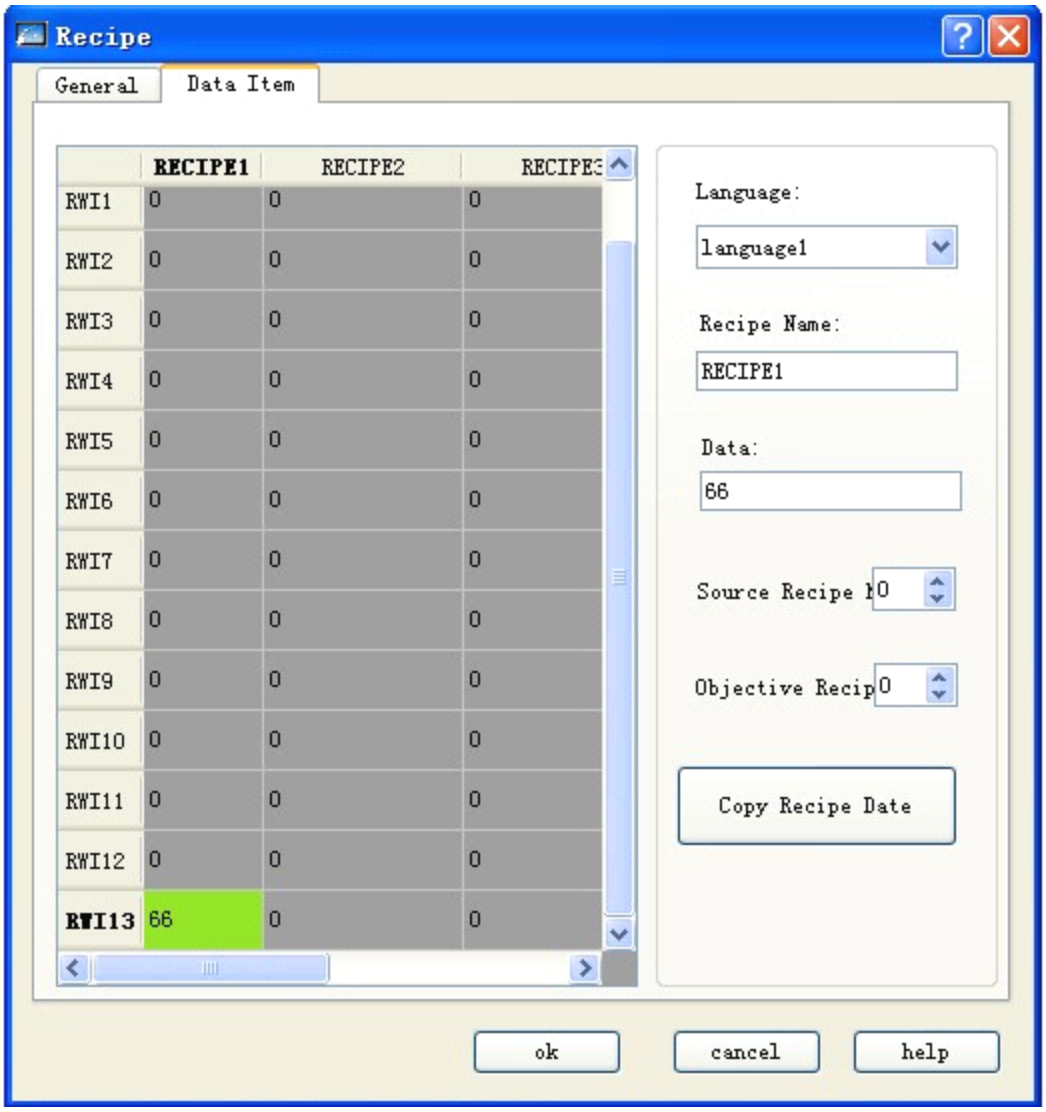

Рисунок 7-32 Функция копирования данных рецепта
1. Создайте рецепт в соответствии с методом, приведенным выше, смотрите рисунок 7-32.